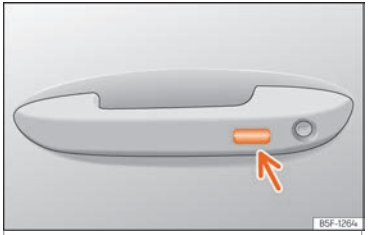

Abb. 100 Türgriff: Sensorfläche.
- **ODER** mit dem Keyless Access*-System (nur Schließen): Halten Sie einige Sekunden lang einen Finger über die Verriegelungssensorfläche ››› **Abb. 100** (Pfeil) am Türgriff, damit die Fenster und das Dach* geschlossen werden. Wenn Sie die Sensorfläche nicht mehr berühren, wird die Schließfunktion unterbrochen.
- Halten Sie einige Sekunden lang einen Finger über die Verriegelungssensorfläche ››› Abb. 100 (Pfeil) am Türgriff, damit das Dach geschlossen wird. Wenn Sie die Sensorfläche nicht mehr berühren, wird die Schließfunktion unterbrochen.